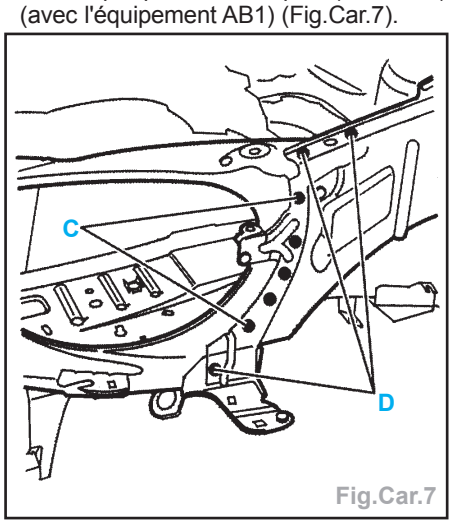

Fig.Car.7
- Souder par points électriques (suivant C) (avec l'équipement AB1) (Fig.Car.7).